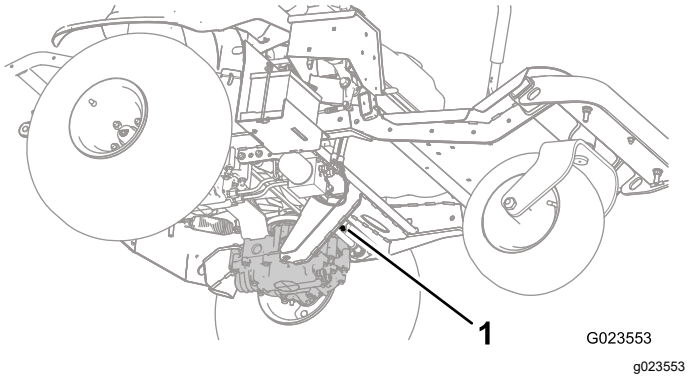
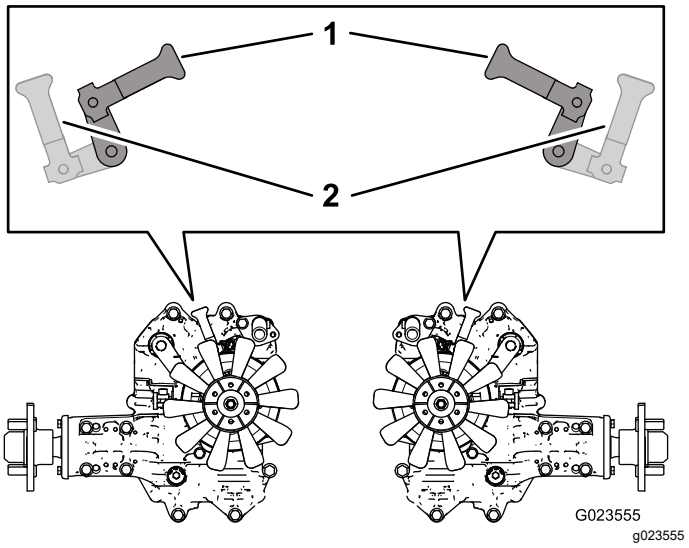

Figuur 22
Figuur 24
2. Draai aan de onderkant van de machine de omloopklephendels (Figuur 22 enFiguur 23) zo dat ze naar binnen wijzen in de richting van het midden van de machine (Figuur 24), en zet de parkeerrem vrij; zie Parkeerrem gebruiken (bladz. 20).
3. Als u klaar bent met het duwen of slepen van de machine, draait u de omloopklephendels weer naar de voorzijde van de machine zodat deze kan rijden (Figuur 24).